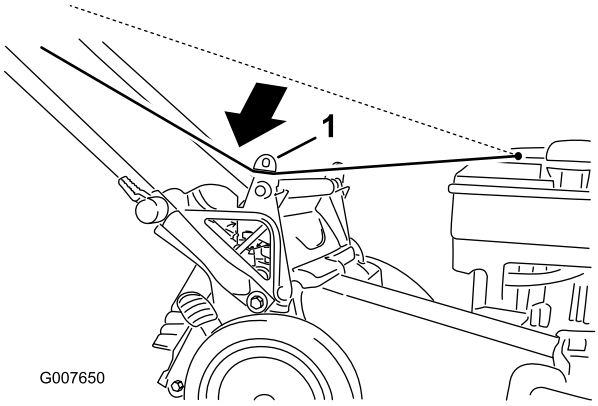

Figura 19
1. Pase la cuerda de arranque alrededor de la guía de cuerda inferior (Figura 19).